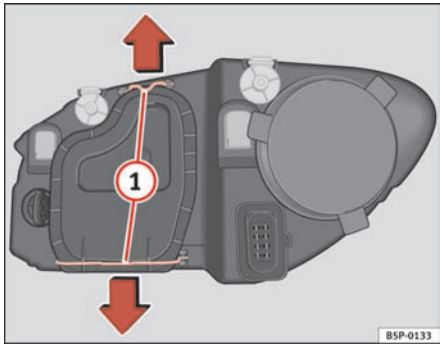

Fig. 165 Dipped headlights
– Remove the loops ⇒ fig. 165 (1) in the direction of the arrow and remove the cover.